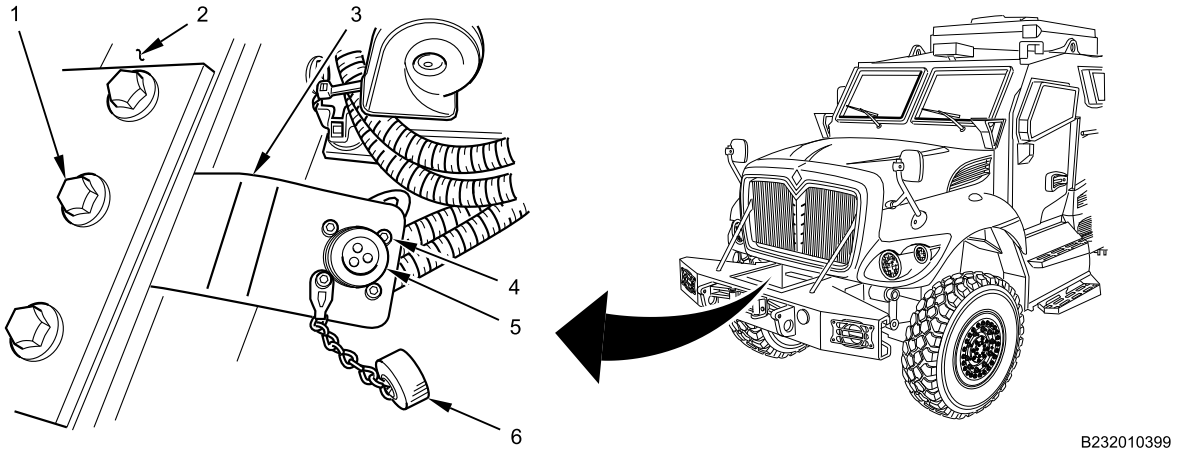

Figure 1. Winch Remote Control Connector.
1. Remove winch remote control connector cover assembly (Figure 1, Item 6) from winch remote control connector (Figure 1, Item 5).
2. Remove four bolts (Figure 1, Item 4) and nuts from winch remote control connector (Figure 1, Item 5).
3. Remove winch remote control connector (Figure 1, Item 5) and winch remote control cover assembly (Figure 1, Item 6) from winch remote control connector support (Figure 1, Item 3).
4. Remove bolt (Figure 1, Item 1) and nut from winch remote control connector support (Figure 1, Item 3).
5. Remove winch remote control connector support (Figure 1, Item 3) from frame rail (Figure 1, Item 2).